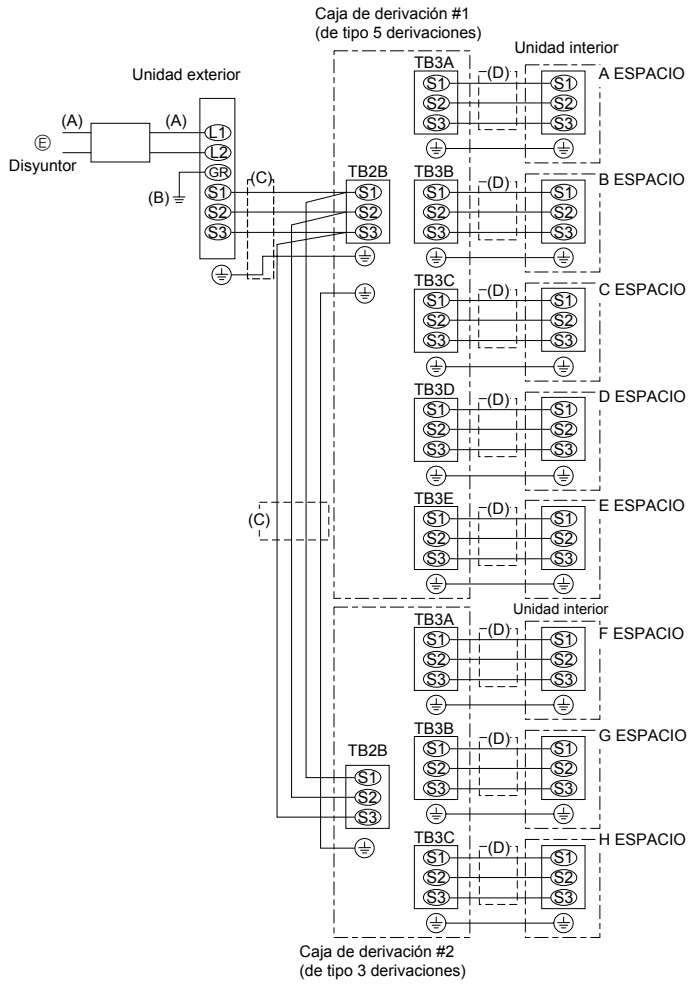

Fig. 7-3
7.3. Procedimiento de cableado exterior (Fig. 7-3)